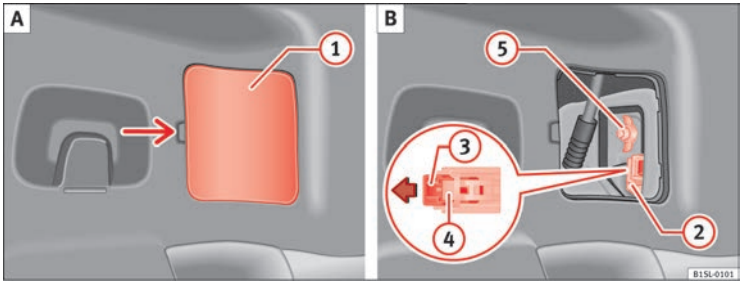

Fig. 155 On the side of the luggage compartment: A: Remove the cover, B: Removing the tail light units
3. Carefully remove the cover (1) towards the lever ⇒ Fig. 155 **A**.
4. Pull the release (3) in the connector (2) in the direction of the arrow ⇒ Fig. 155 **B**. Use the screwdriver in the vehicle tool kit.
5. Press position (4) and remove the connector (2) ⇒ Fig. 155 **B**.
6. Unscrew the wing nut (5) ⇒ Fig. 155 **B**.
13. Support the tail light with one hand in the assembly position and securely screw the wing nut with the other (5) ⇒ Fig. 155 **B**.
15. Insert the connector (2) into the bulb holder and press the lock (3) on the connector in the opposite direction to the arrow ⇒ Fig. 155 **B**.